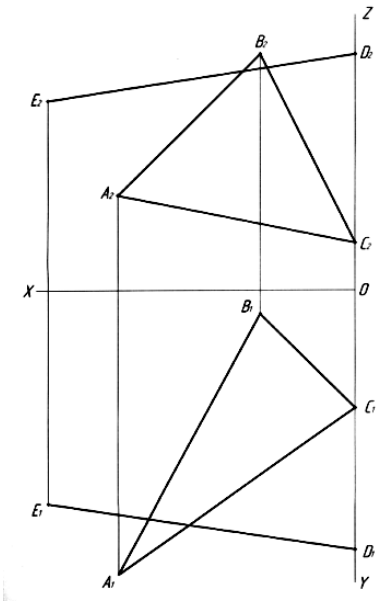

Рис. 1. Построение треугольника *ABC* и стороны *DE* треугольника *DEL*
1. Построить треугольник *ABC* и сторону *DE* треугольника *DEL* по заданным координатам (рис. 1).